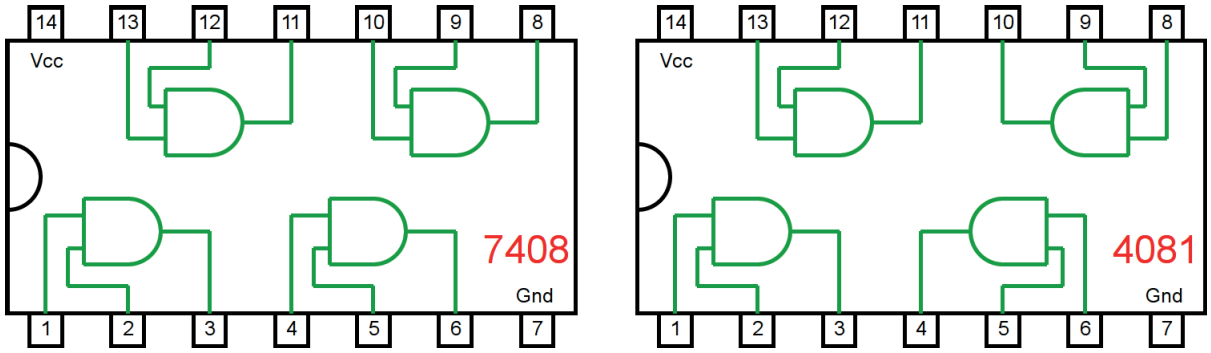

Figura 4.5 – Circuitos integrados TTL e CMOS.
a) Coloque o circuito integrado (TTL e/ou CMOS da figura 4.5) na posição indicada.
d) Conecte os fios verdes. Os fios verdes estão conectados ao terra e portanto fornecendo valor lógico (0) às entradas de todas as portas do CI.